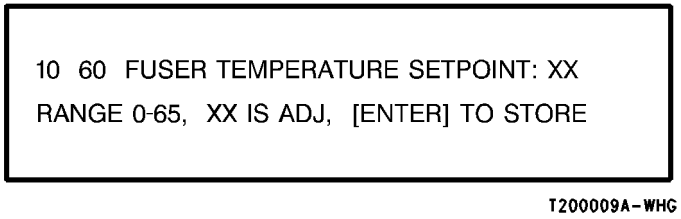

**Figure 3 Fuser Setpoint Screen**
2. ( Figure 3): Enter code [ **1060** in order to adjust the Fuser Temperature for bond paper. The following message is displayed.